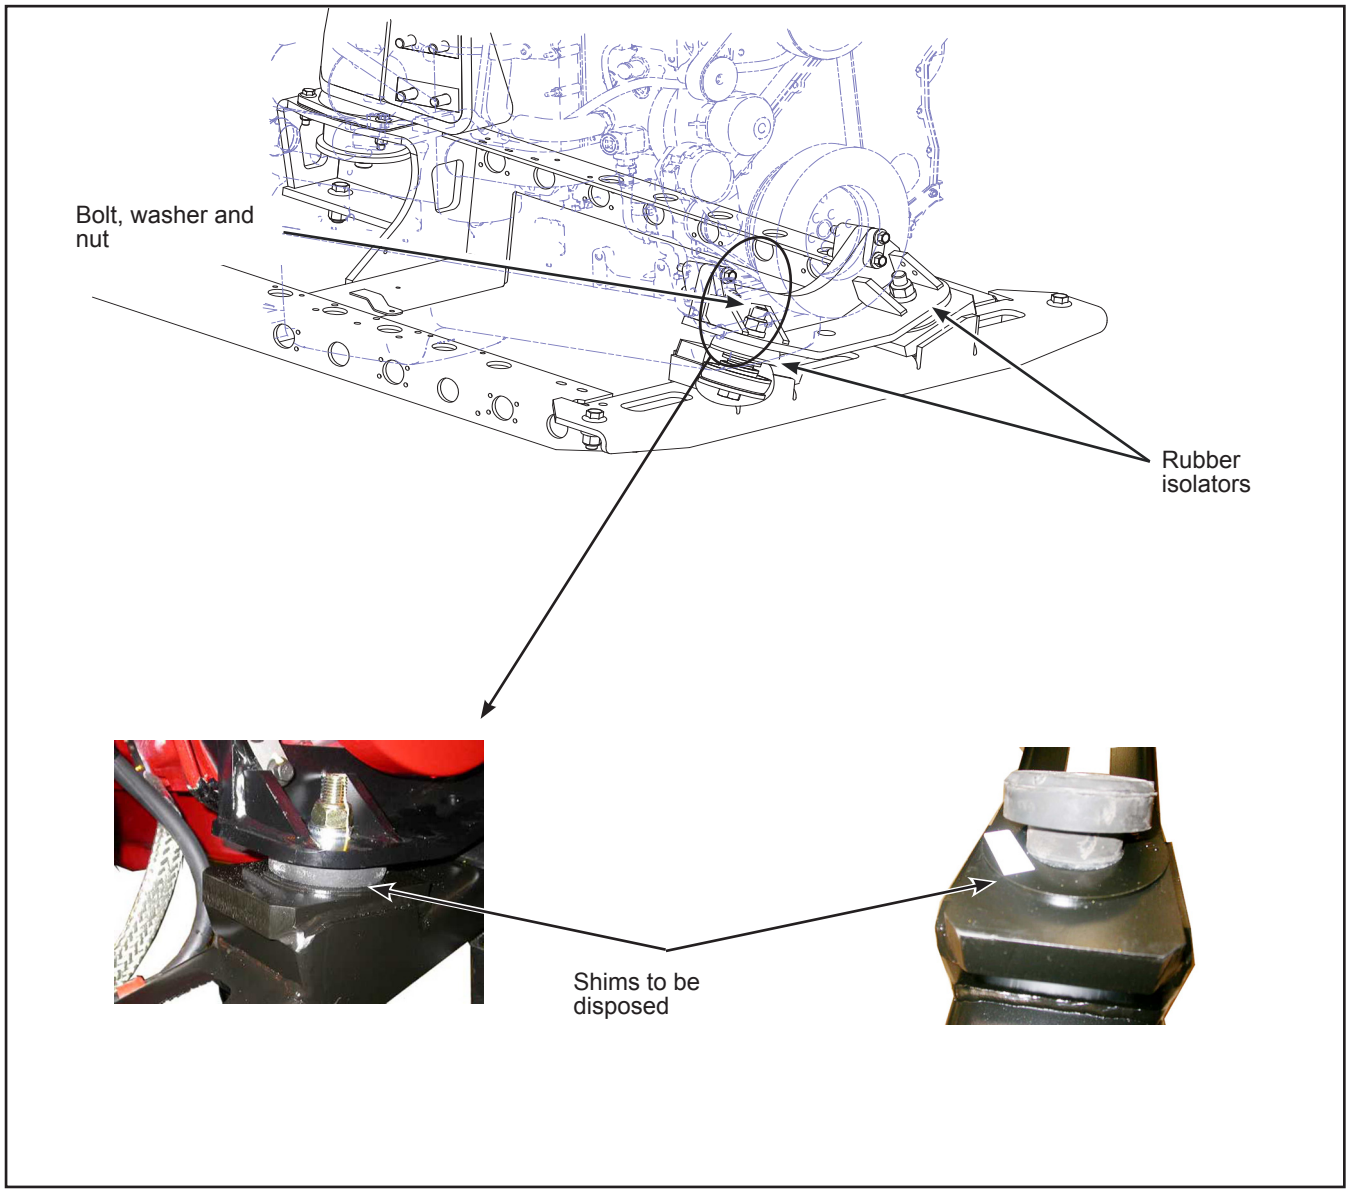

Figure 10 - Location of Rubber isolators
1.30. Remove the two bolts that retain the rubber isolators to the cradle. Retain the hardware. See Figure 10.
1.32. Remove the two rubber isolators from the cradle. See Figure 10.